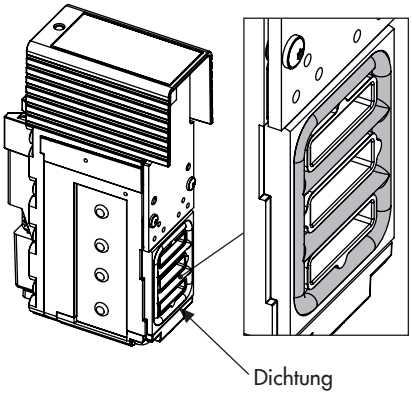

Bild 29: *Dichtung des Pneumatikmoduls*
2. Korrekten Sitz der Dichtung am Modul prüfen (vgl. Bild 29): die Dichtung darf nicht aus der Nut hervorstehen!